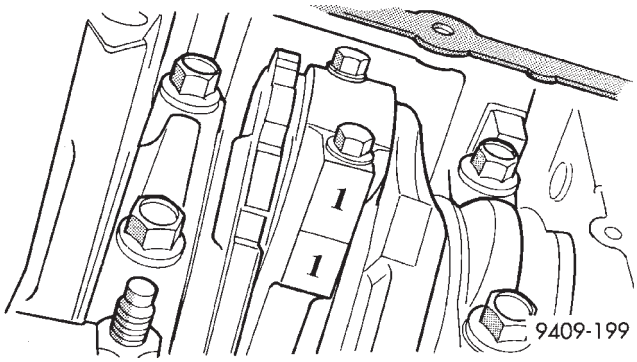

Abb. 109 Pleuel und zugehörigen Zylinder kennzeichnen
(3) Mit einem Markierungsstift mit nicht löschbarer Tinte oder einem Ritzwerkzeug die Zylindernummer zur Kennzeichnung seitlich am Pleuel und am Pleuellagerdeckel anbringen (Abb. 109).